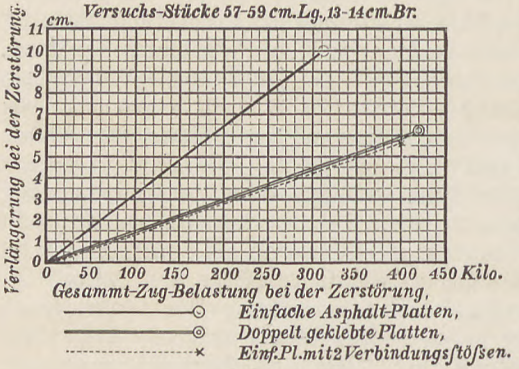
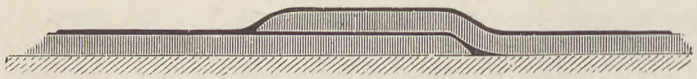

Fig. 9.
Fig. 10.
a. **Asphalt-Abdeckungsplatten** von Büscher & Hoffmann in Eberswalde, bei Festungsbauten und den Viadukten der Berliner Stadteisenbahn (bei Gewölbedecken von 16 m Breite und ca. 10 km Länge) besonders eingeführt. Diese Platten bestehen aus Asphaltschichten in Verbindung mit einer langfaserigen Einlage, die Biegsamkeit wie den Widerstand gegen Zerreißen bedeutend vermehrt, und vereinigen absolute Wasserdichtigkeit mit relativ großer Dehnbarkeit. Die letztere ist in der nebenstehenden graphischen Skizze, Fig. 9, nach Ergebnissen einer auf Veranlassung der preuß. Generalinspektion der Festungen durch die amtliche Berliner Prüfungsstation für Baumaterialien vorgenommene Untersuchung dargestellt, wobei dieselben die außerordentliche Dehnbarkeit von 10—20 % ergaben. Das Verlegen der Asphaltplatten, die in der Regel 3 m lang und 0,81 m breit und 7—13 mm stark gearbeitet werden, geschieht in der Weise, daß sie auf die von Unebenheiten befreite, abzudeckende Fläche so aufgebracht werden, daß sich ihre Ränder 7—10 cm weit überdecken; letztere werden mittels dazwischen gestrichenen erhitzten Asphalts fest aneinander geklebt, worauf der Stoß (Naht) nochmals mit steifem Asphaltkitt überzogen wird, um eine absolut dichte Verbindung der Platten zu sichern, Fig. 10—12. Auf diese Weise werden die einzelnen Platten zur großen kontinuierlichen zähen Platte vereinigt, die sich wie eine biegsame Haut über die abgedeckte Fläche legt und von etwaigen Erschütterungen derselben unabhängig ist. Um bei geringer Flächenneigung an den Stößen (Ueberlappungen) der Platten die Entstehung wulstartiger, den Wasserabfluß hindernder Erhöhungen zu vermeiden, werden die Platten an den Rändern mit einem entsprechend breiten Falz versehen, der nur die halbe Stärke hat, so daß auch an den Verbindungsstellen bei den Ueberdeckungen nur die gewöhnliche Plattenstärke erreicht wird. Hauptsächlich werden diese Asphaltplatten verwendet zu Isolationen bei 1. gewölbten Bauwerken wie